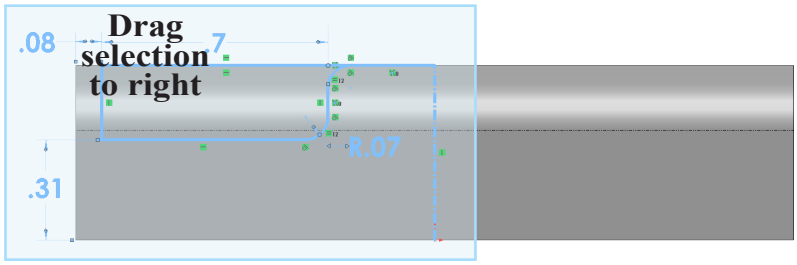

Fig. 17
Step 11. **Drag selection around sketch** to select all entities, **Fig. 17**.